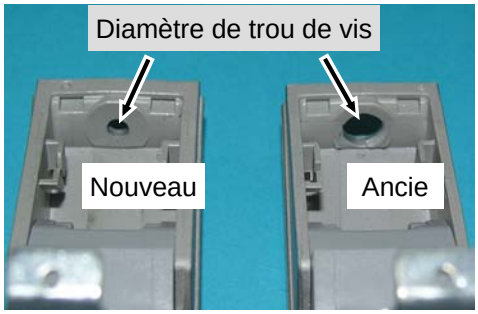

Fig 2
- Diamètre de trou de vis réduit (**Fig. 2**)